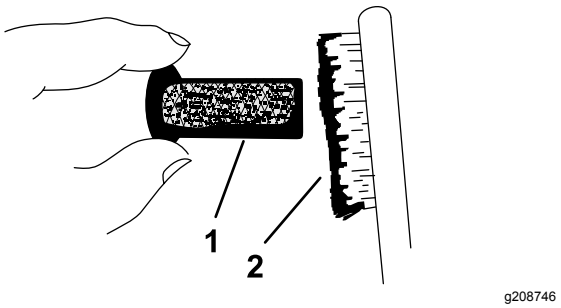

Figure 52
9. Use a brush to carefully remove carbon deposits from the spark-arrester screen (Figure 52).